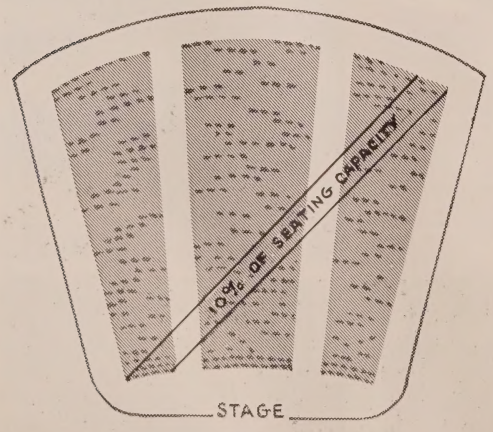

FIG. 1.
a. Stretch two parallel pieces of string from two seats on the first row, extreme left or right side as preferred, and run them diagonally to two seats or the back row on the opposite side. The distance between the two strings should be so adjusted that the total number of seats enclosed will be 10% of the total orchestra seating. (See Fig. 1). Turn up all such enclosed seats. Or